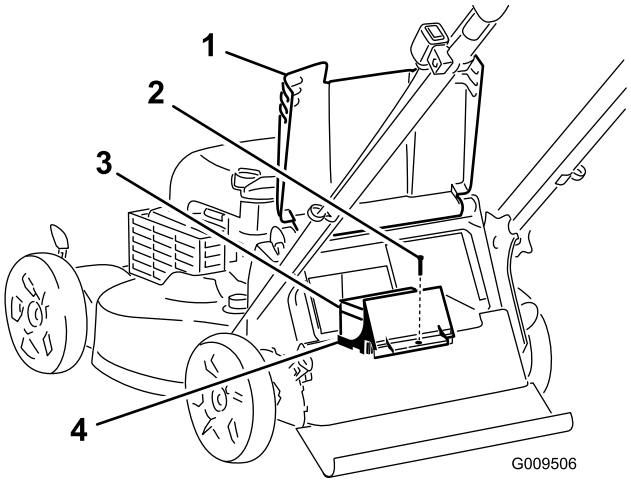

Figur 25
1. Løft den bageste deflektor, og find batterirummet (Figur 25).